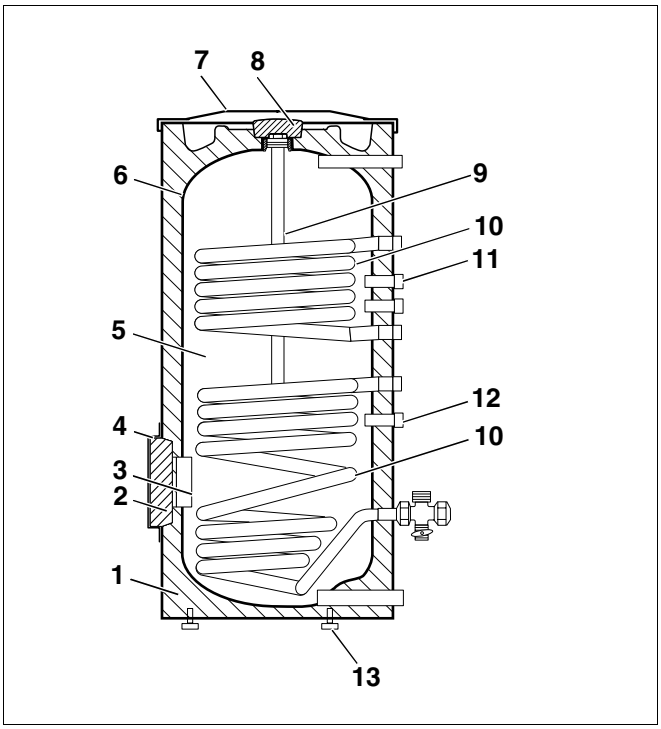

Afb. 1 Boiler SM300/1
– een boilervat (afb. 1, **pos. 5**) met corrosiebescherming
De kathodische corrosiebescherming bestaat uit het hygiënische Buderus-thermoglazuur DUOCLEAN MKT (afb. 1, **pos. 6**) en een magnesiumanode (afb. 1, **pos. 9**).
– isolatie (afb. 1, **pos. 1**)
De isolatie uit CFK-vrij hard schuim uit polyurethaan werd in de fabriek meteen rond de boiler aangebracht. Twee isolatie-elementen (afb. 1, **pos. 2** en **pos. 8**) minimaliseren de warmteverliezen langs de reinigingsopening en de magnesiumanode.
– 2 gladde-buis-warmtewisselaars (afb. 1, **pos. 10**)
– dompelhuls voor de inbouw van de voelers voor de tapwatertemperatuur (afb. 1, **pos. 11**)
– dompelhuls voor de inbouw van de voeler voor de boilertemperatuur (afb. 1, **pos. 12**)
– reinigingsopening (afb. 1, **pos. 3**)
– deksel van de ommanteling (afb. 1, **pos. 7**)